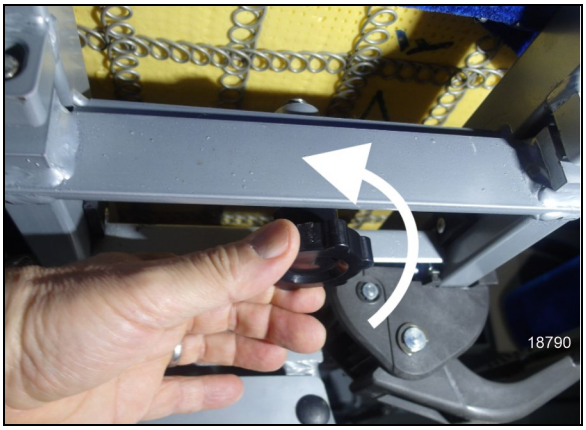

**FIGURE 87: LOOSEN THE KNOB**
1. Loosen completely the threaded-stud knob under the seat on the aisle side (Figure 87).